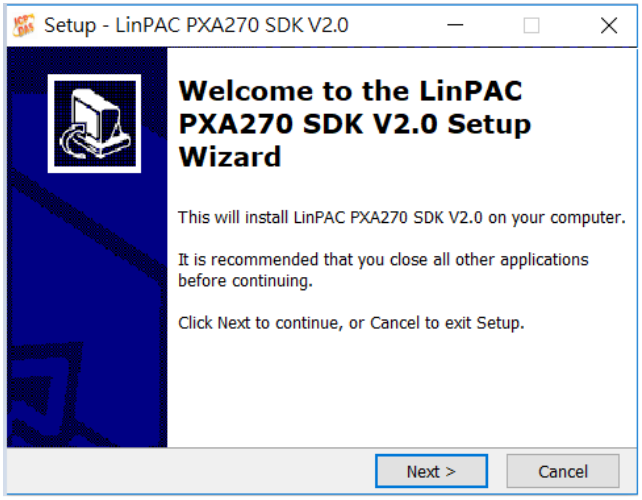

Fig. 2-5
2. Open the \napdos\lp-8x4x\SDK\ folder and double-click the icon for the "linpac_pxa270_sdk_for_windows.exe" file, when the Setup Wizard is displayed, click the "Next>" button to continue, refer to Fig. 2-5.